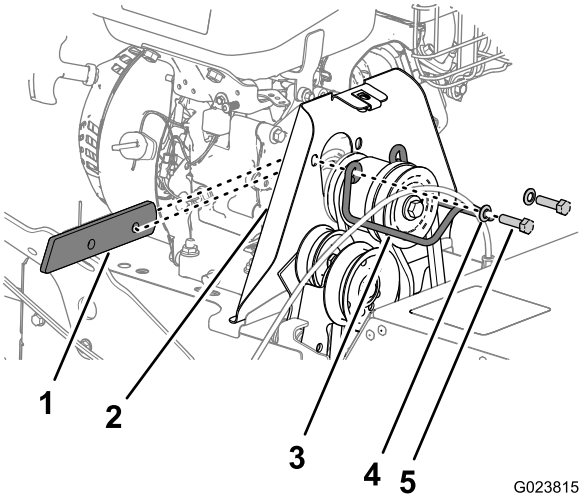

Figur 39
2. Ta bort de två skruvar och brickor som håller fast remstyrningen på maskinen, och ta sedan bort remstyrningen och distansbrickan (Figur 39).
4. Placera distansbrickan mellan motorn och remskyddet, och rikta in hålen i distansbrickan med hålen på motorn och skyddet (Figur 39).
5. Fäst remstyrningen vid maskinen med de skruvar och brickor (Figur 39) som du tog bort i steg 2 i avsnittet Ta bort borstens drivrem (sida 25).